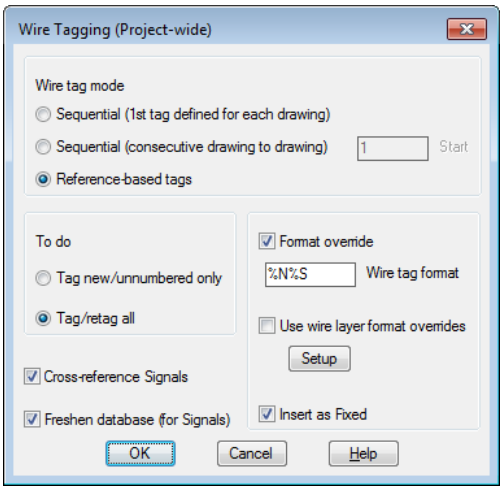

*Figure 6-60 The **Wire Tagging (Project-wide)** dialog box*
3. Select the **Format override** check box and then enter **%N%S** in the edit box below it, refer to Figure 6-60. Next, choose the **OK** button from the **Wire Tagging (Project-wide)**dialog box to close it.